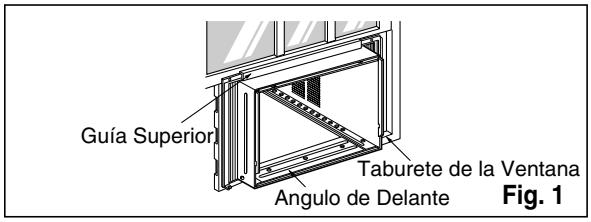

Fig. 1
Quite la TAPA DEL DESAGÜE y conecte el TUBO a la BANDEJA EVAPORADORA..(Ver Fig.1)
1. Abra la ventana. Marque una línea en el centro del banqueta de la ventana(o la ubicación deseada del aire acondicionado). Cuidadosamente ubique el gabinete en la banqueta de la ventana y alinee la marca central en el frente inferior con el centro de la línea marcada en la banqueta de la ventana. (Ver Fig.1)